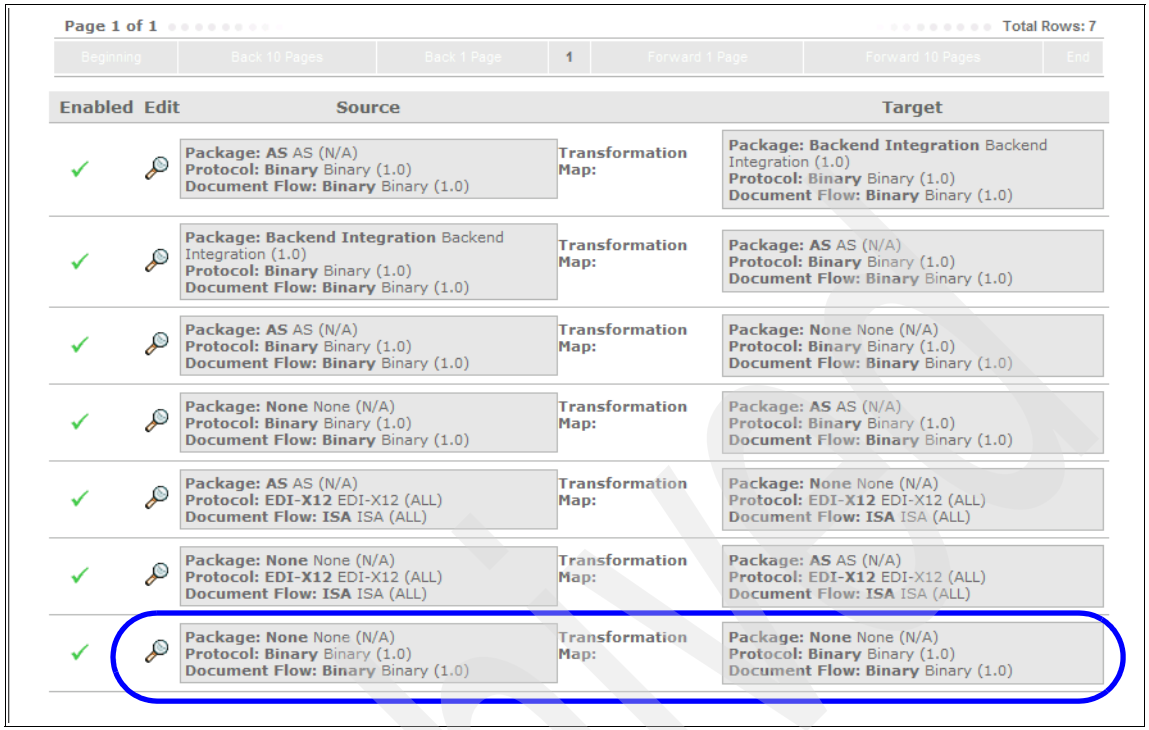

Figure 12-8 New interaction displayed on Manage Interaction screen
6. We are returned to the Manage Interactions screen. Click **Search** here to see the new interaction that was created (Figure 12-8 on page 350).